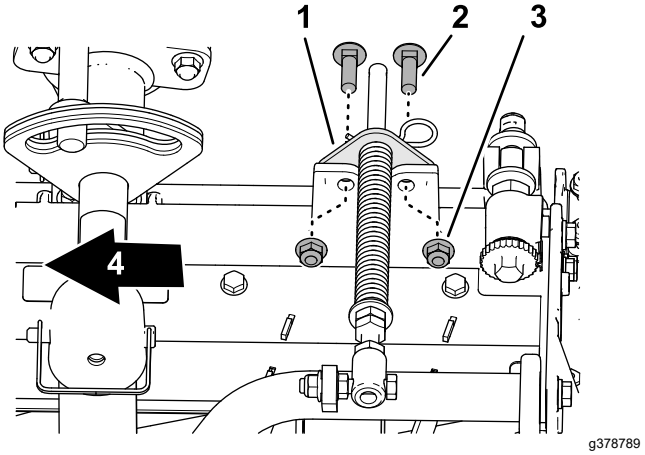

Figura 20
5. Aliniai orificiile din suportul de compensare pentru gazon cu orificiile din cadrul unităii de tăiere (Figura 20).